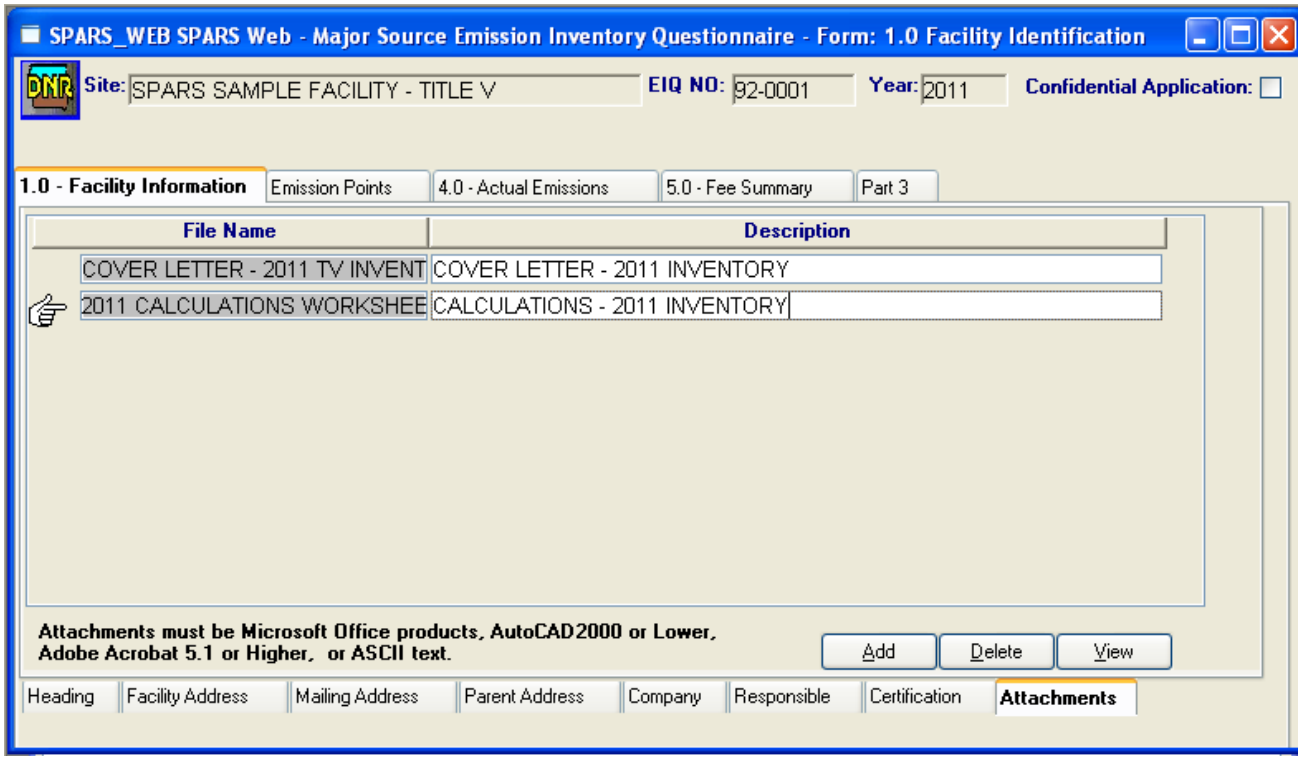

Figure 9.4 – Attaching documents to Form 1.0 of the Title V Emissions Inventory
3. Attach any and all documents to the **Attachments** sub tab of **Form 1.0** by clicking the **Add** button (see Figure 9.4). Enter a description, save, and **view** each document (to ensure it was actually attached to SPARS). To make changes to documents already attached to SPARS, you must: